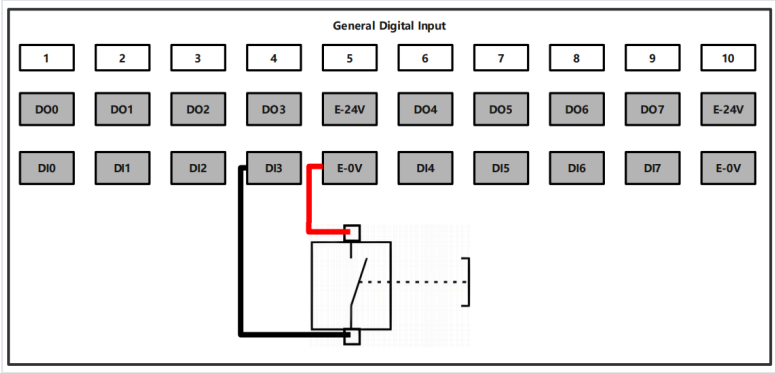

Rys. 19. Przycisk między wejściem DI3 a E-0V, wejście NPN (dokumentacja FAIRINO, rysunek dla kontrolera mini BOX; zaciski jak na rys. 2).
Podłącz przycisk między wybrane wejście (np. DI0) a zacisk **E-0V** na listwie wejść (np. zacisk 5; na rys. 19 przycisk jest na DI3). Nie używaj zacisku GND (12).